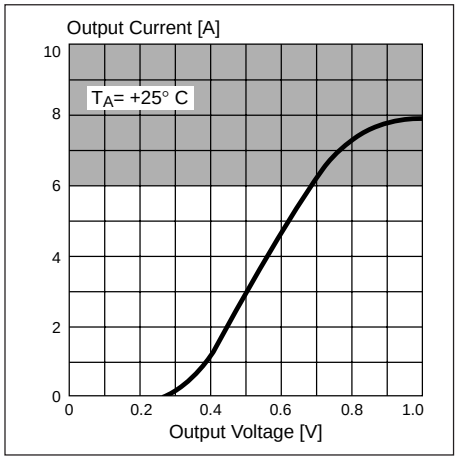

Figure 7. Typical $I_{Ø}$ vs. $V_{ØCE\ Sat}$. “Zero output” saturation.
- Figure 7 shows the relationship between C_T, R_T, and t_{On}. Care must be taken to keep the t_{On} time short, otherwise the current in the winding will rise to a value many times the rated current, causing an overheated IC or motor.